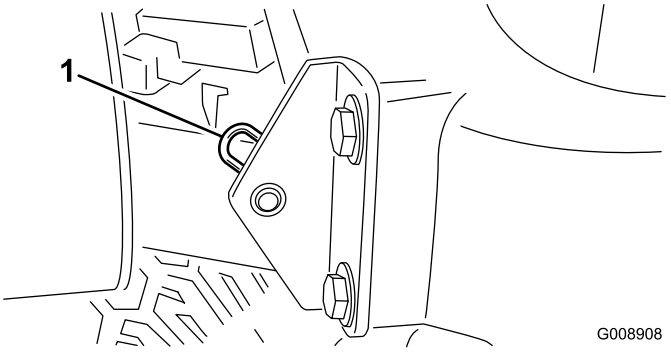

Figura 46
2. Retire el pasador que fija el pivote del capó a los soportes de montaje (Figura 46).